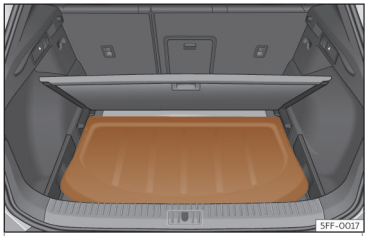

Abb. 114 Im Gepäckraum: Einsetzen der Gepäckraumabdeckung.
- Legen Sie die Gepäckraumabdeckung in die dafür vorgesehene Aufnahme ››› **Abb. 114**.